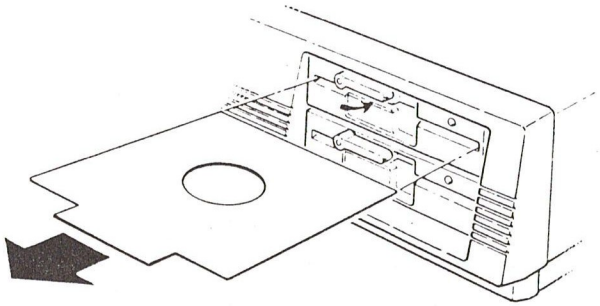

Figure 1-6. Removing the Shipping Insert
9. Refer to Figure 1-6 and open the drive latch(es) on the floppy disk drive(s), and then remove the cardboard shipping insert(s). Save the inserts. If you want to ship the computer in the future, insert them in the disk drive slot to prevent damage to the disk drive.